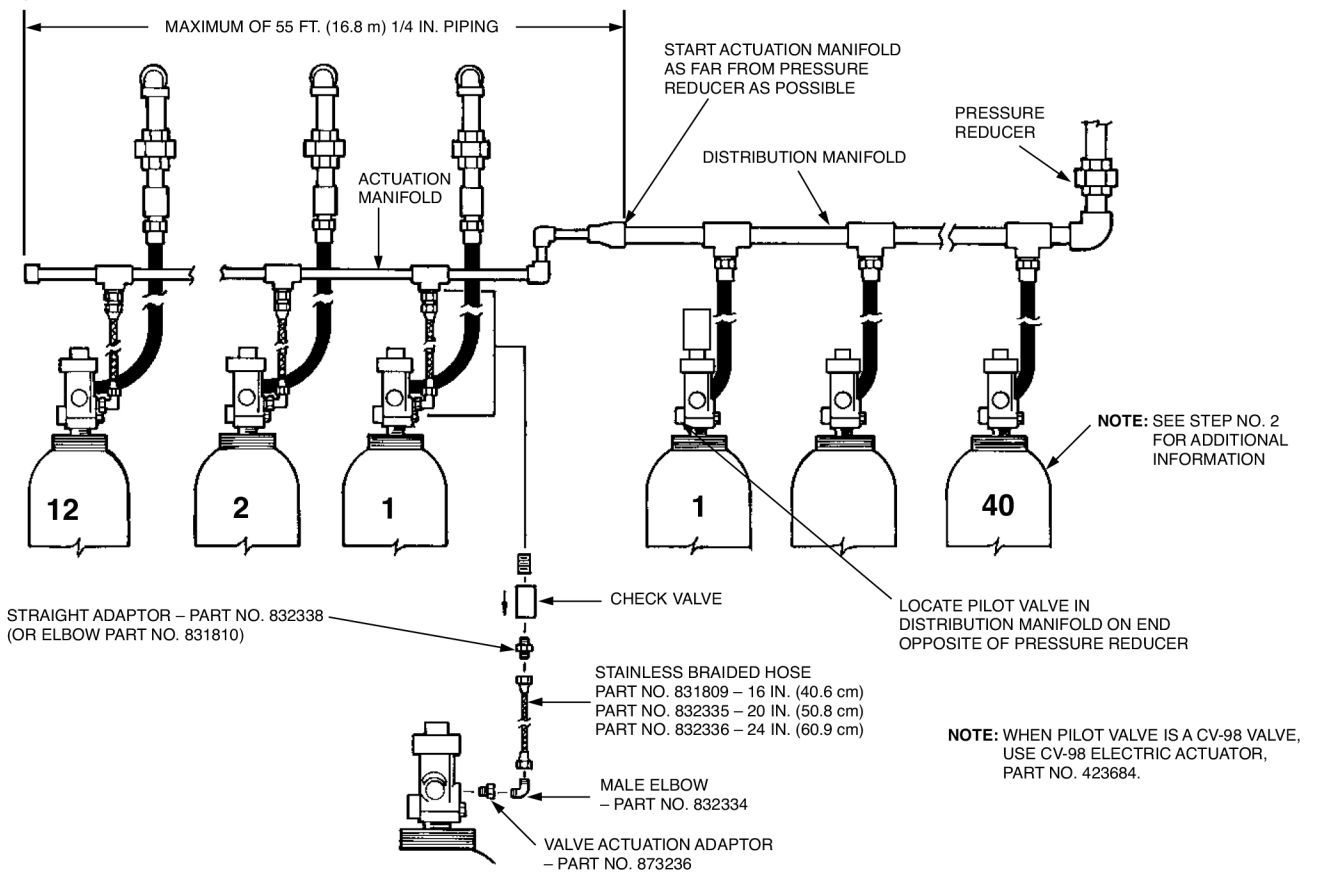

FIGURE 8.1
2. The maximum number of cylinders that can be back pressure actuated from a pilot or set of pilot cylinders is 40. When more than 40 cylinders are required, up to 12 additional sets of pilot cylinders (each operating 40 cylinders) can be pneumatically actuated from a pilot manifold. See Figure 8.1